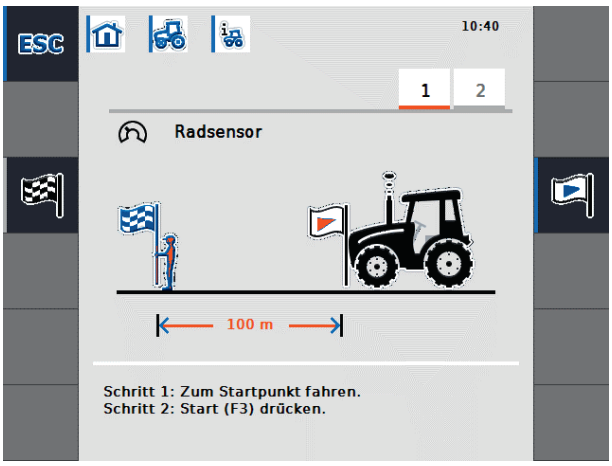

Abbildung 8-19: Kalibrieren - Start
- Fahren Sie zum Startpunkt der Strecke und drücken Sie die Funktionstaste F3 „Startflagge“ (vgl. Abbildung 8-19).